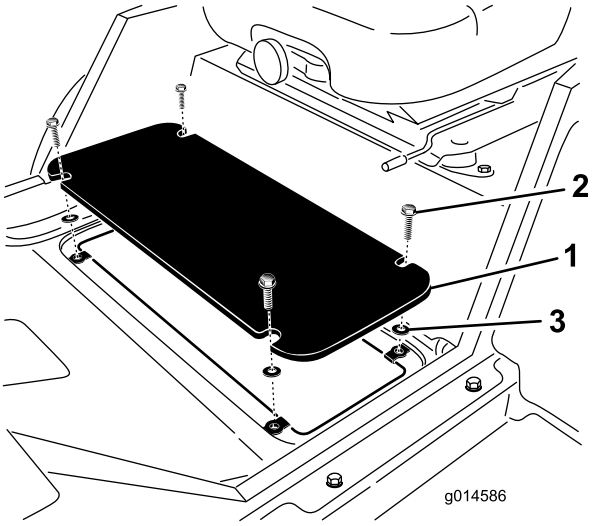

Figura 7
1. Retire los 4 pernos que sujetan la chapa de suelo al bastidor (Figura 7).